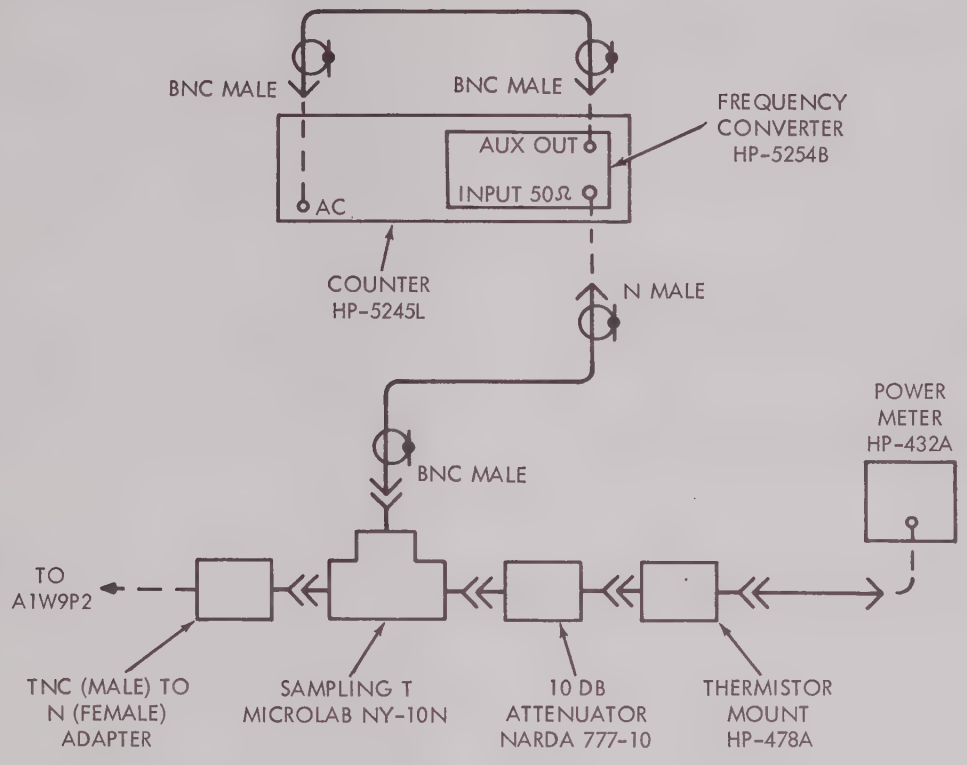

Figure 4-7. 1.92 GHz Second Local Oscillator A1A3 Checkout
b. Set an HP-432A power meter to the +10 dBm range and interconnect the equipment as illustrated in figure 4-7.